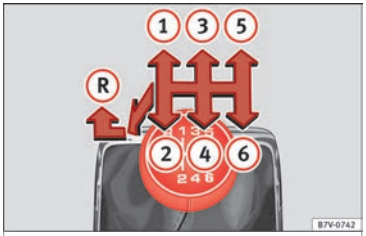

Fig. 129 Gear shift pattern of a 6-speed manual gearbox »
The position of each of the gears is shown on the gear stick ››› Fig. 129.
- Move the gear stick to the left and then forwards to reverse gear ››› Fig. 129 (R).